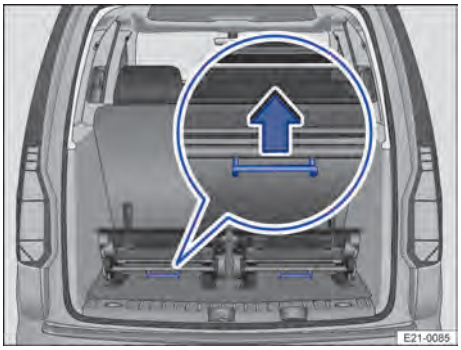

Fig. 79 Tercera fila de asientos: desmontar los asientos.
2. Tire hacia arriba de la palanca situada debajo del asiento → Fig. 79 (imagen ampliada) para desbloquear este.